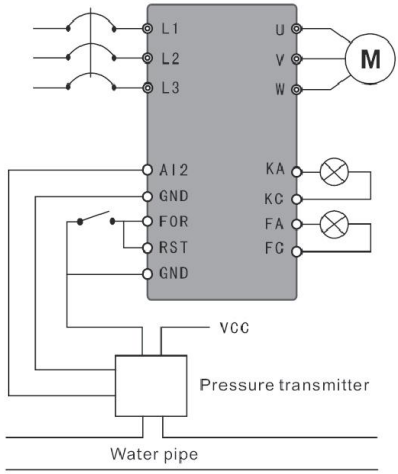

Figura F-5 Suministro de agua a presión constante – Transmisor de presión
(1) Utilice un transmisor de presión con un rango de 0-10 kg y retroalimentación de 4-20 mA; suministro de agua a presión de 5 kg según sea necesario, alarma cuando esté por encima del límite superior de 6 kg y por debajo del límite inferior de 4 kg, y detenga el arranque del terminal externo. Como se muestra en la Figura F-5 .